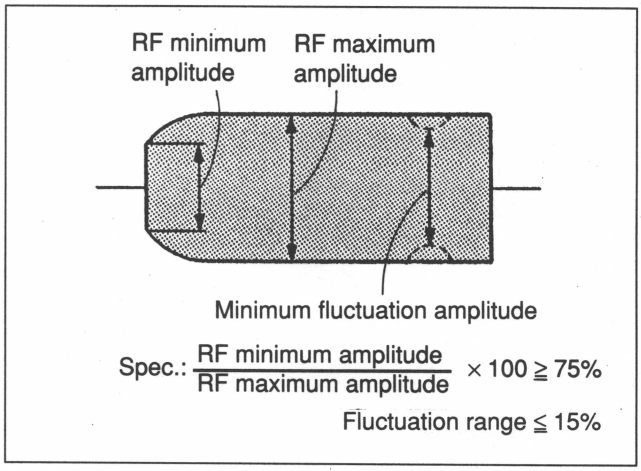

Fig. 8-5-2. Tracking Check (1)
3. Turn the tracking control and adjust so that the playback RF waveform is maximum. (Refer to Fig. 8-5-2.)
4. Check that the RF waveform of a PB CH-A pulse satisfies the specification shown in Fig. 8-5-2.